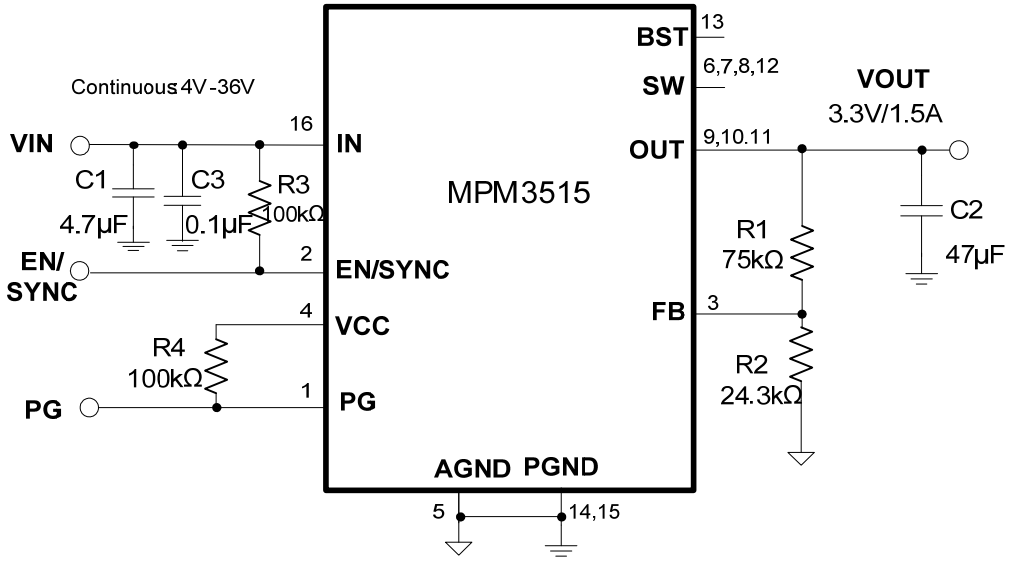

Figure 8: V_{OUT} = 3.3V, I_{OUT} = 1.5A
7) The recommended layout is based on Figure 8.